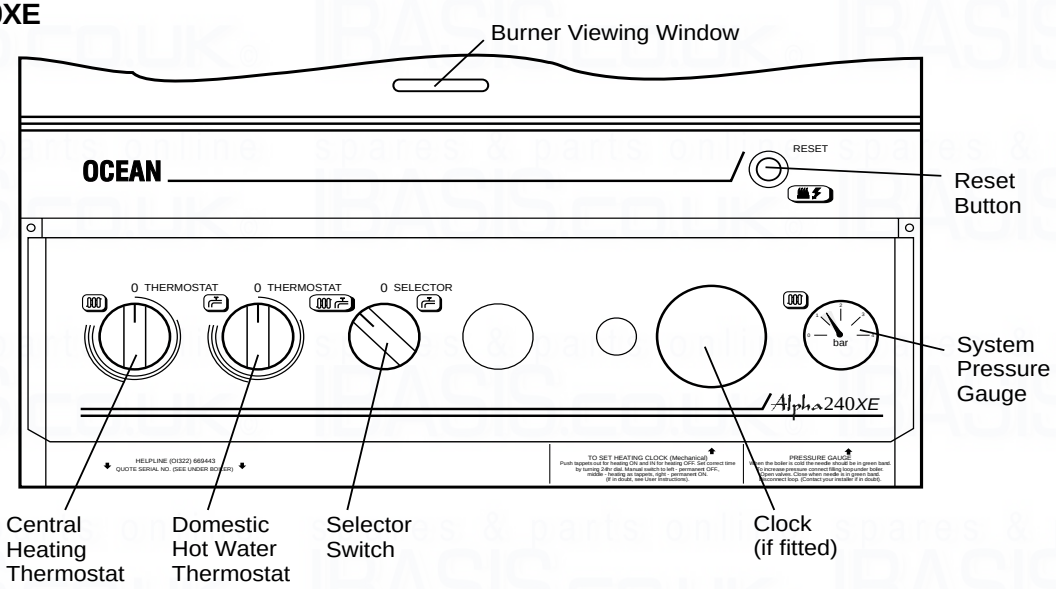

Fig. 16
5.2 BOILER CONTROLS - Fig. 16
5.4 INITIAL LIGHTING - Refer to Fig. 16
When the reset button ( ) is illuminated it indicates that the burner has failed to light - Press the reset button (see Fig. 16) and the ignition sequence will restart.